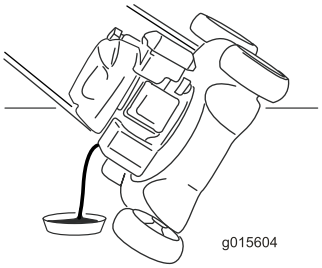

Figur 26
5. Vend maskinen over på siden, med peilestaven ned, for å tømme den brukte oljen ut gjennom oljefyllingsrøret (Figur 26).